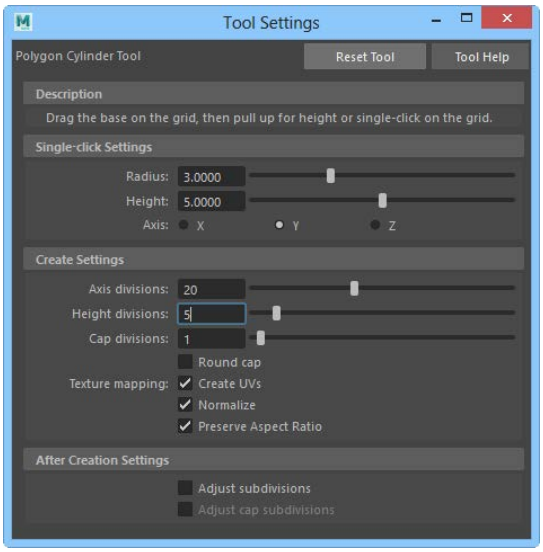

Figure 2-55 *The* ***Tool Settings (Polygon Cylinder Tool)*** *panel*
1. Choose **Create > Objects > Polygon Primitives > Cylinder > Option Box** from the menubar; the **Tool Settings** (**Polygon Cylinder Tool**) panel is displayed in the viewport. Enter the values in the **Tool Settings** (**Polygon Cylinder Tool**) panel, as shown in Figure 2-55.